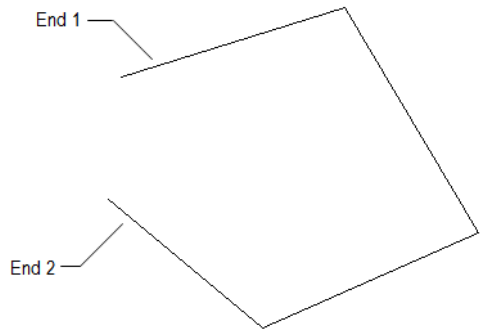
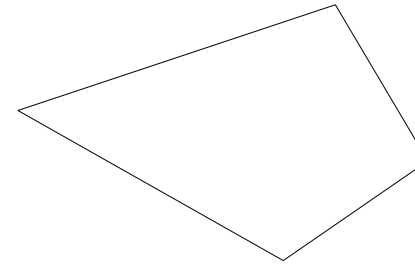

Figure 3-40 *Open polyline with two ends*
Figure 3-41 *Final closed polyline*
*In AutoCAD, you can close an open polyline using the **Fillet** tool (by defining radius as zero). To do so, choose the **Fillet** tool from the **Modify** panel of the **Home** tab and select the two open ends of the polyline. Figure 3-40 shows an open polyline and Figure 3-41 shows closed polyline after selecting both ends.*